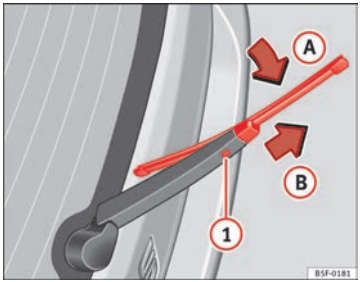

Fig. 119 Changing the rear wiper blade
- Turn the blade slightly ⇒ Fig. 119 (arrow (A)).
- Hold down the release button (1) while gently pulling the blade in the direction of the arrow (B).
- Insert a new blade of the **same length and type** in the rear wiper arm in the opposite direction to the arrow (B) and hook into place button (1).